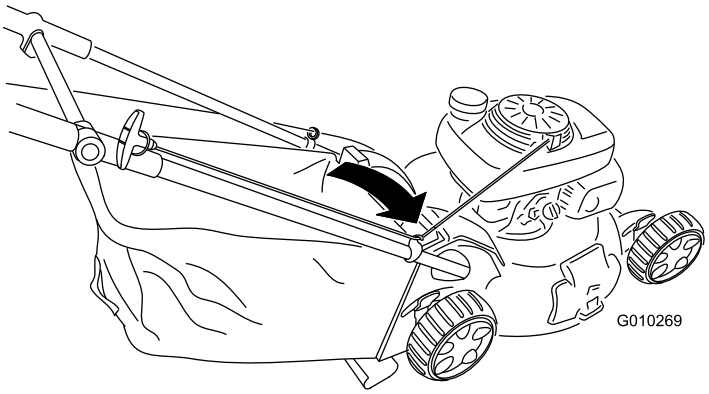

Figur 28
1. Før startsnoren rundt om det nedre snorestyr (Figur 28).